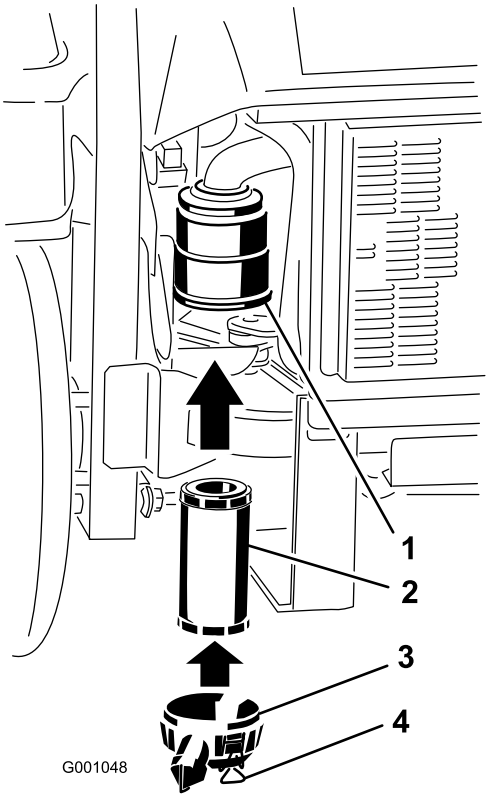

Figur 33
2. Isæt forsigtigt det nye filter i filterhuset (Figur 33). Sørg for, at det er helt på plads ved at skubbe på filterets yderste kant, mens det installeres.
3. Monter luftfilterdækslet, og fastgør låsene (Figur 33).